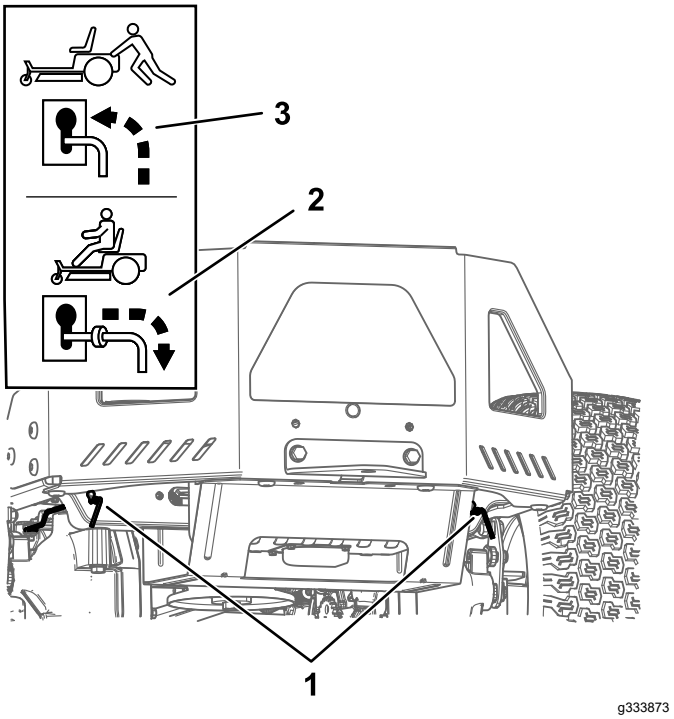

Figura 31
4. Mueva las dos palancas de desvío hacia delante a través del orificio ranurado y hacia abajo para bloquearlas en esa posición (Figura 31).